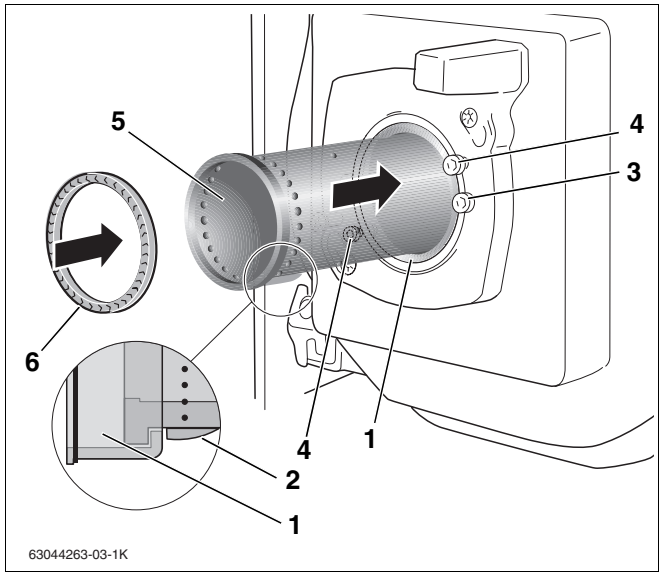
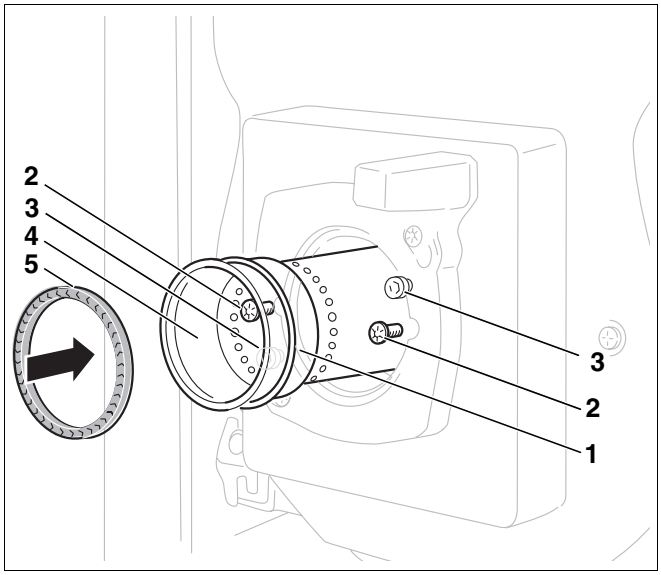

Rys. 38 Wymiana rury palnika
Rys. 39 Wymiana rury palnika
- Włożyć rurę palnikową (rys. 38, **poz. 5**) do rury wspornikowej. Rurę palnika wsunąć przez nosek (rys. 38, **poz. 2**) do oporu do rury wspornikowej. Nosek rury palnika musi być przy tym skierowany do dołu i wskoczyć we właściwe miejsce (rys. 38, powiększenie).
- Włożyć nową uszczelkę (rys. 38, **poz. 6**).
- Odkręcić obie śruby mocujące (rys. 39, **poz. 2**).
- Wyjąć starą rurę palnika (rys. 39, **poz. 4**).
- Zamontować nową rurę palnika (rys. 39, **poz. 4**) i o-ring (rys. 39, **poz. 1**).
- Przed zamontowaniem palnika sprawdzić uszczelkę (rys. 38 lub rys. 39) znajdującą się między systemem mieszającym a rurą palnika.
- Włożyć uszczelkę (rys. 38 lub rys. 39) do rury palnika.
- Nałożyć palnik na obie śruby znajdujące się w kołnierzu palnika (rys. 38 lub rys. 39).
- Dokręcić w lewo do oporu i dociągnąć śruby mocujące (rys. 38 lub rys. 39).